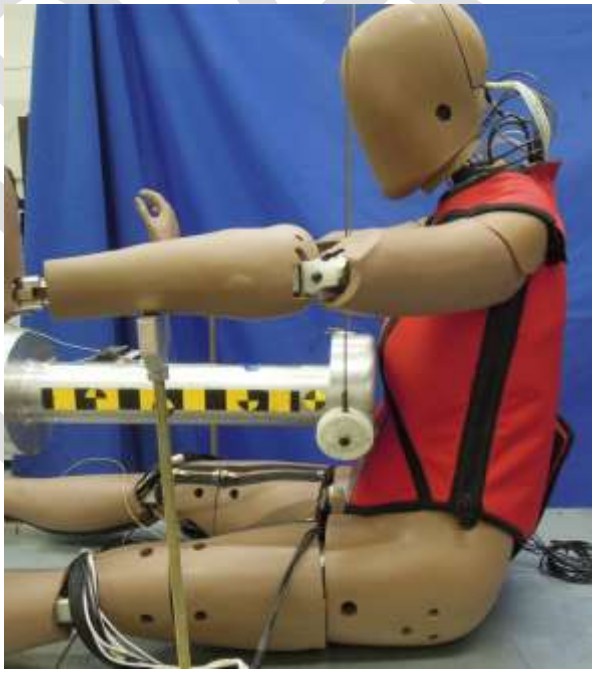

Figure 5-3. Lower thorax impact with jacket.
5.5.9 Position the ATD so the thorax is just barely touching the impact probe when the probe is at rest (Figure 5-3).